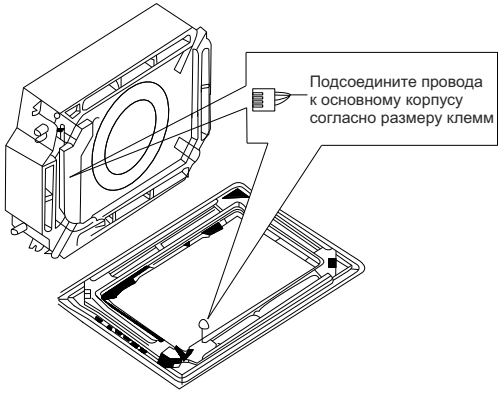

Рис. 4.35
(4). Схема электропроводки двигателя привода лопастей жалюзи показана Рис. 4.35.